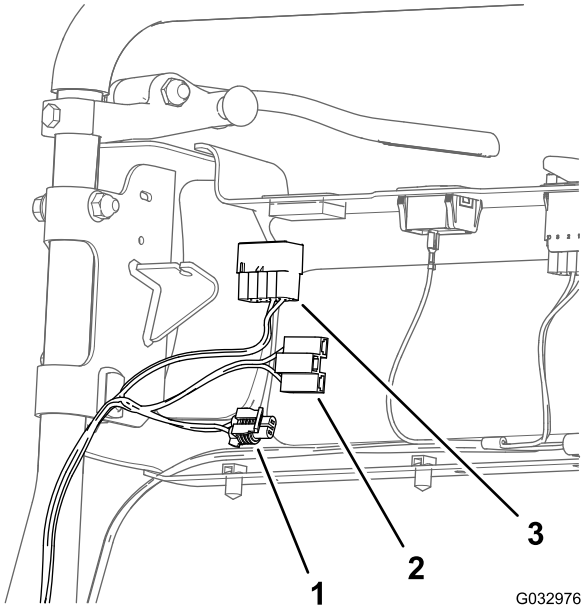
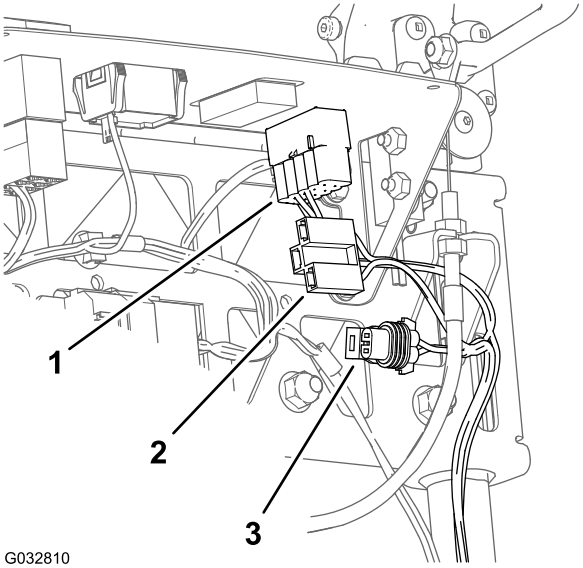

図 13
図 14
- オプションの **ワイヤハーネス - アワーメータキット**の取り付けには3ソケットコネクタを使う図 13と図 14。
- オプションの **LED ライトキット** の取り付けには、ライト用ハーネスインターコネクトの2ソケットコネクタを使う図 13と図 14。